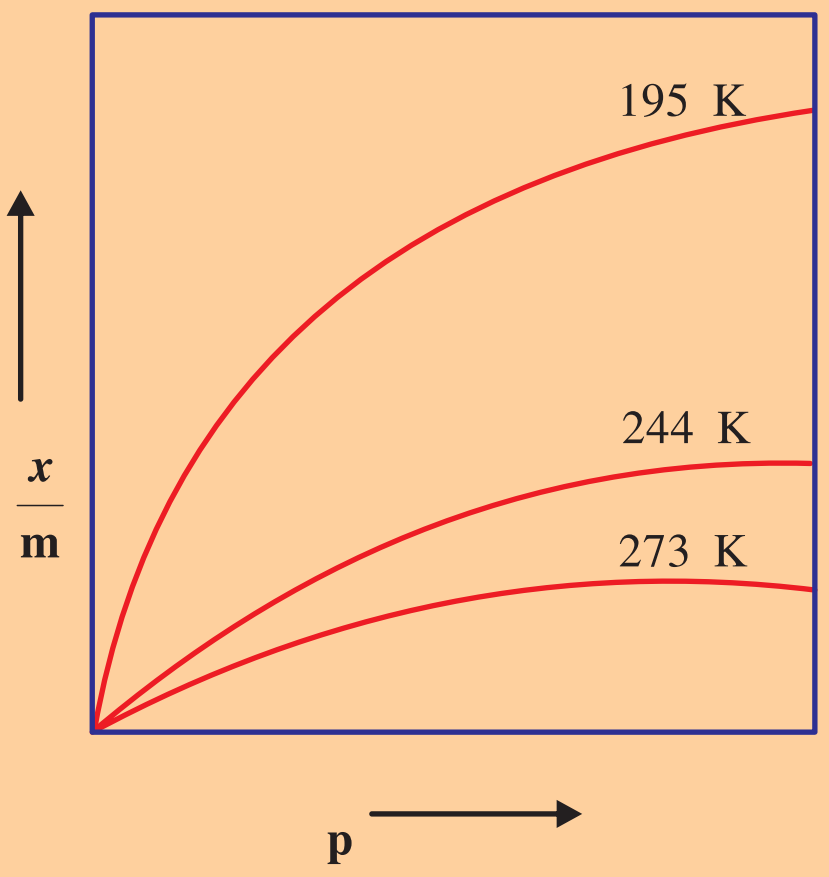

Fig. 2.1 Absorption isotherm
(1) Nature of adsorbate : As studied earlier, physical adsorption being not specific, every gas can be adsorbed on any solid in a more or less proportion. At the given temperature and pressure, the gases like NH_3, HCl, CO_2 etc. which can be easily liquefied are adsorbed in more proportion; while the permanent gases like H_2, O_2, N_2 etc. which cannot be easily liquefied are adsorbed in less proportion. The liquefaction of gas has relation with critical temperature (T_C). Hence, the gases with higher critical temperature are adsorbed more; chemical adsorption being of specific type, if combination is possible, only then adsorption will take place. You have earlier studied about liquefaction of gases, critical temperature, critical pressure and critical volume.
(2) Nature of adsorbent : Generally adsorbents are substances like carbon, animal charcoal, metal oxides, silica gel, alumina and clay. All these adsorbents have their characteristic adsorption properties on the basis of their components and their structure.
(3) Specific area of adsorbent : Specific area means the surface area available for 1 gram adsorbent. More the surface area, more will be the adsorption. More the porosity of the adsorbent more will be the specific area. Hence, in the reactions, porous or powder form of adsorbent adsorbs more gas than blocks of the substance because the available area is more. The iron powder adsorbs more than the iron block. The pores of adsorbent must be big enough so that the adsorbed gas can enter into them.
(4) Adsorption isotherm : Generally the magnitude or the proportion of adsorption of adsorbate gas is expressed as $\frac{x}{m}$ where m is the weight of the adsorbent and x is the concentration or number of moles of adsorbate when dynamic equilibrium is established between free gas and the adsorbed gas. Experimentally $\frac{x}{m}$ is determined and at definite temperature, if we plot a graph of $\frac{x}{m}$ versus p then a curve (isotherm) as shown in fig. 2.1 is obtained. This curve is known as adsorption isotherm curve.
As shown in fig. 2.1 different curves are obtained at different temperatures. In addition, the graphs of isotherms are of different shapes. They are of five different types. We shall study the general isotherm without going into the details of different isotherms. Scientists Freundlich and Langmuir had studied such isotherms and the adsorption isotherm obtained is as shown in fig. 2.1.
(5) Temperature : There is an effect of increase in temperature on adsorption isotherm. As studied earlier, adsorption is an exothermic reaction, and so according to Le-Chatelier's principle, an increase in temperature will show a decrease in quantity of gas adsorbed. Hence, as shown in fig. 2.1 a decrease in temperature results in an increase in quantity of gas adsorbed.
(1) At low pressure : In the equation $\frac{x}{\mathrm{m}} = \frac{\mathrm{ap}}{1 + \mathrm{bp}}$ if the value p is taken to be low, then the value of bp can be neglected in comparison to 1. Hence $\frac{x}{\mathrm{m}} = \mathrm{ap}$ i.e. at low pressure, the adsorption of gas is directly proportional to the pressure.
(2) At high pressure : In the equation $\frac{x}{\mathrm{m}} = \frac{\mathrm{ap}}{1 + \mathrm{bp}}$, if the value of p is taken high then, 1 can be neglected in comparison to the value of bp. Hence, $\frac{x}{\mathrm{m}} = \frac{\mathrm{a}}{\mathrm{b}} =$ constant. Thus, at high pressure adsorption will be almost constant which is clear from figure 2.1. To determine the constants a and b the equation $\frac{x}{\mathrm{m}} = \frac{\mathrm{ap}}{1 + \mathrm{bp}}$ can be written by inverting it,
Freundlich adsorption isotherm shown in figure 2.1, shows that in the beginning the values of adsorption $\frac{x}{\mathrm{m}}$ increases with increase in pressure of gas but when the value of pressure increases, the isotherm tends to become constant, that is the adsorption attains saturation and more adsorption will not take place which supports the above two situations.